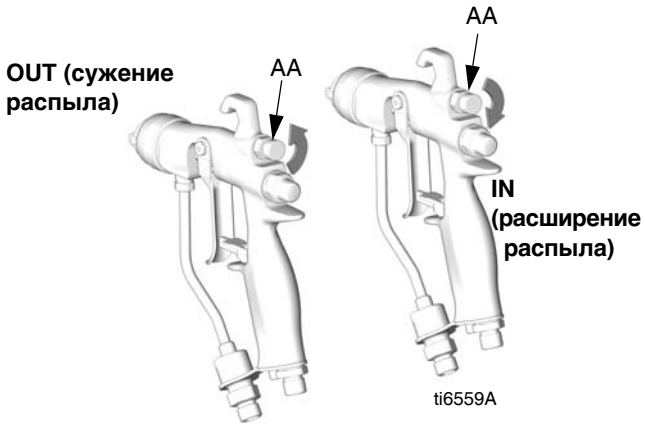

Рис. 4. Ручка регулятора формы распыла
1. См. Рис. 4. Заблокируйте регулятор формы распыла, повернув ручку (AA) по часовой стрелке (IN) до упора. Благодаря этому ширина распыла будет максимальной.
3. См. Рис. 4. Для сужения формы распыла следует повернуть ручку регулятора (AA) против часовой стрелки (OUT). Если форма распыла сузилась недостаточным образом, можно немного увеличить давление воздуха на входе в пистолет или использовать сопло другого размера.